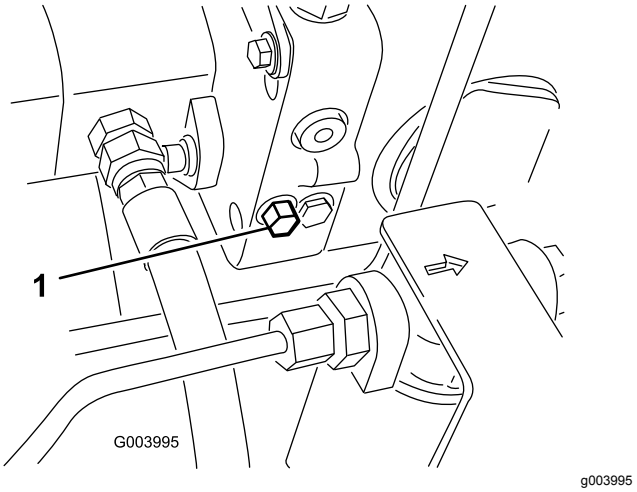

**Figur 69**
1. Drej omløbsventilens bolt 1½ omgang for at åbne den og lade olien løbe om internt (Figur 69).